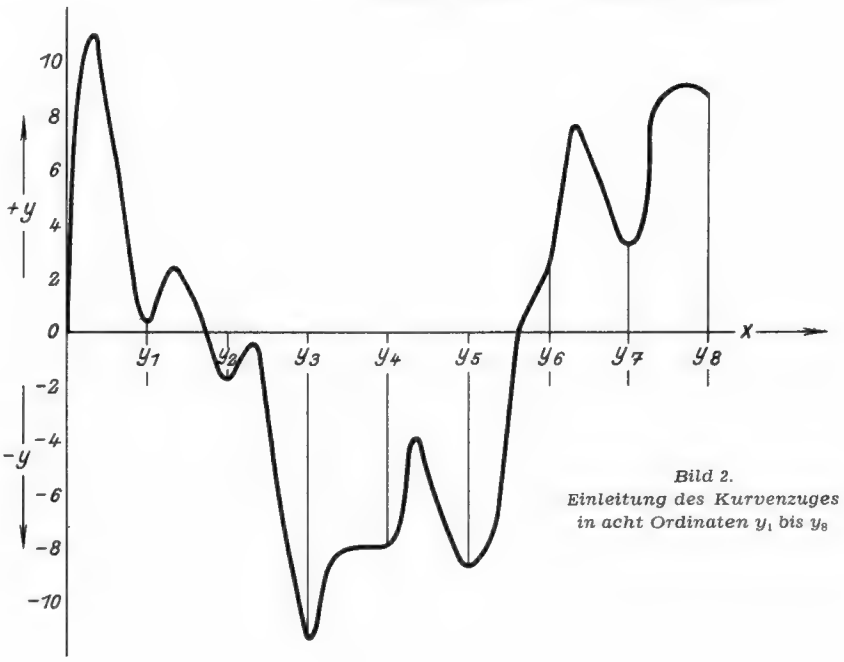

Bild 2. Einleitung des Kurvenzuges in acht Ordinaten y_1 bis y_8
Die Aufgabe besteht also darin, die Koeffizienten $a_0, a_1, a_2, a_3, \ldots b_1, b_2, b_3, \ldots$ zu bestimmen. Setzt man diese Koeffizienten in die Gleichung (1) ein, so soll der Kurvenverlauf der so gebildeten Funktion dem gegebenen Kurvenzug (Bild 2) möglichst getreu entsprechen.